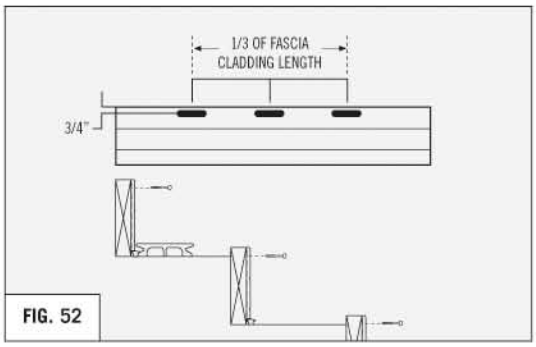

FIG. 52
- Pre-drill three holes near the top edge of the cladding as shown. **(REFER TO FIG. 52)**